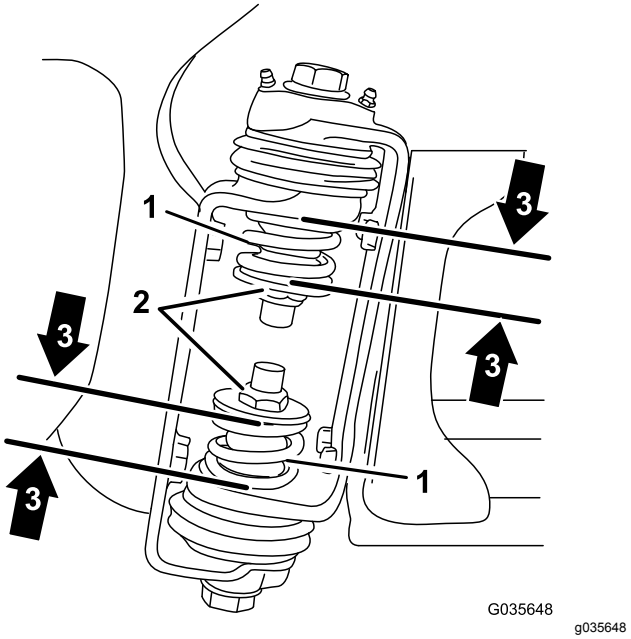

Рисунок 3
3. На шарнире стрелы измерьте высоту верхней и нижней пружин в сжатом состоянии (Рисунок 3).
B. Используйте контргайку (Рисунок 3), чтобы сжать все пружины, размер которых превышает 3,96 см.